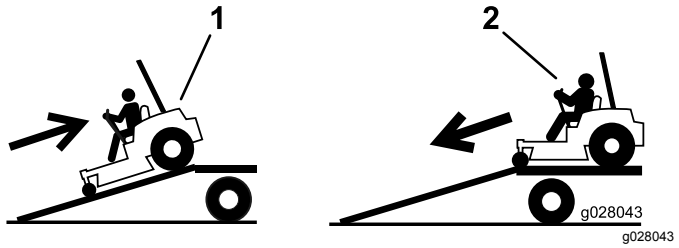

Figure 35
4. Montez la rampe en marche arrière (Figure 35).
2. Descendez la rampe en marche avant (Figure 35).